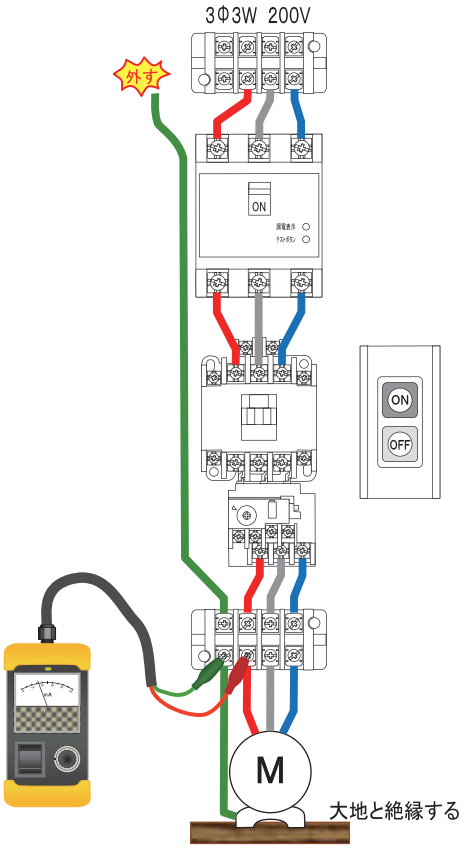

図6　実体配線図
②図6の実体配線図のように端子台のE端子に緑線，T1端子に赤線を接続する。
③**チラクール**200のスイッチを〔Direct〕側に倒したら準備完了。
④漏電ブレーカを投入する。
⑤始動用押しボタンスイッチ〔ON-PBS〕を操作すると電動機は直入れ始動するが，前項とは異なり漏電ブレーカはトリップしないことを確認する。また，電圧印加中を表す検電ランプが点灯していることも確認する。